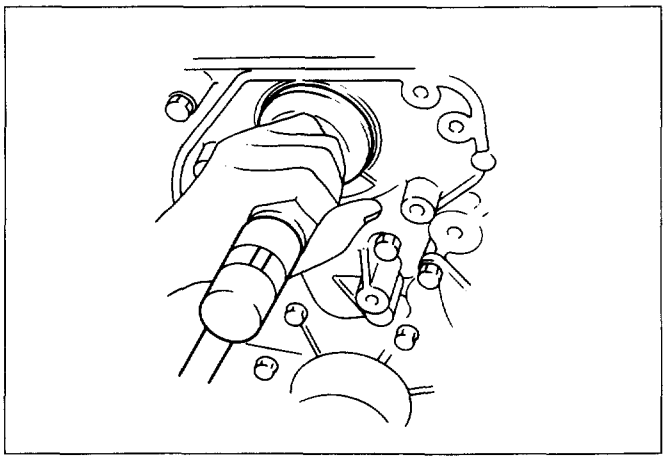

Fig. 6A1-65
- Apply oil to oil seal lip, then install oil seal using special tool. (Fig. 6A1-65)